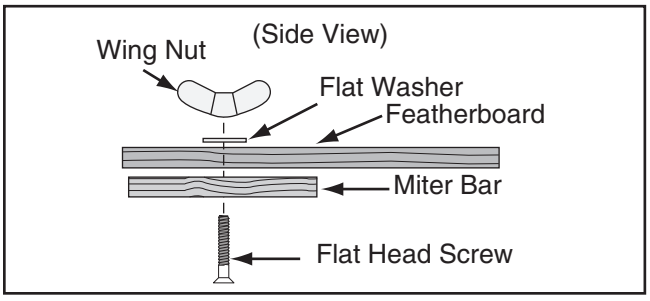

Figure 82. Assembling miter slot featherboard components.
8. Assemble miter bar and featherboard with a ¼"-20 x flat head screw, flat washer, and a wing nut or a star knob (see **Figure 82**). Congratulations! Your featherboard is complete and can now be safely used.